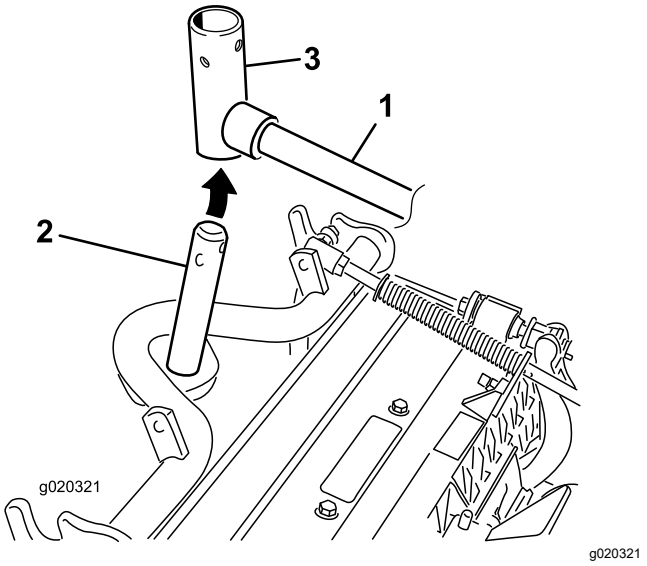

Figur 7
9. Vid montering av de främre klippenheterna ska en klippenhet skjutas in under lyftarmen samtidigt som bärramens axel förs upp och in i lyftarmens svängok (Figur 7).
B. Sätt i lyftarmens ok i bärramens axel (Figur 7).